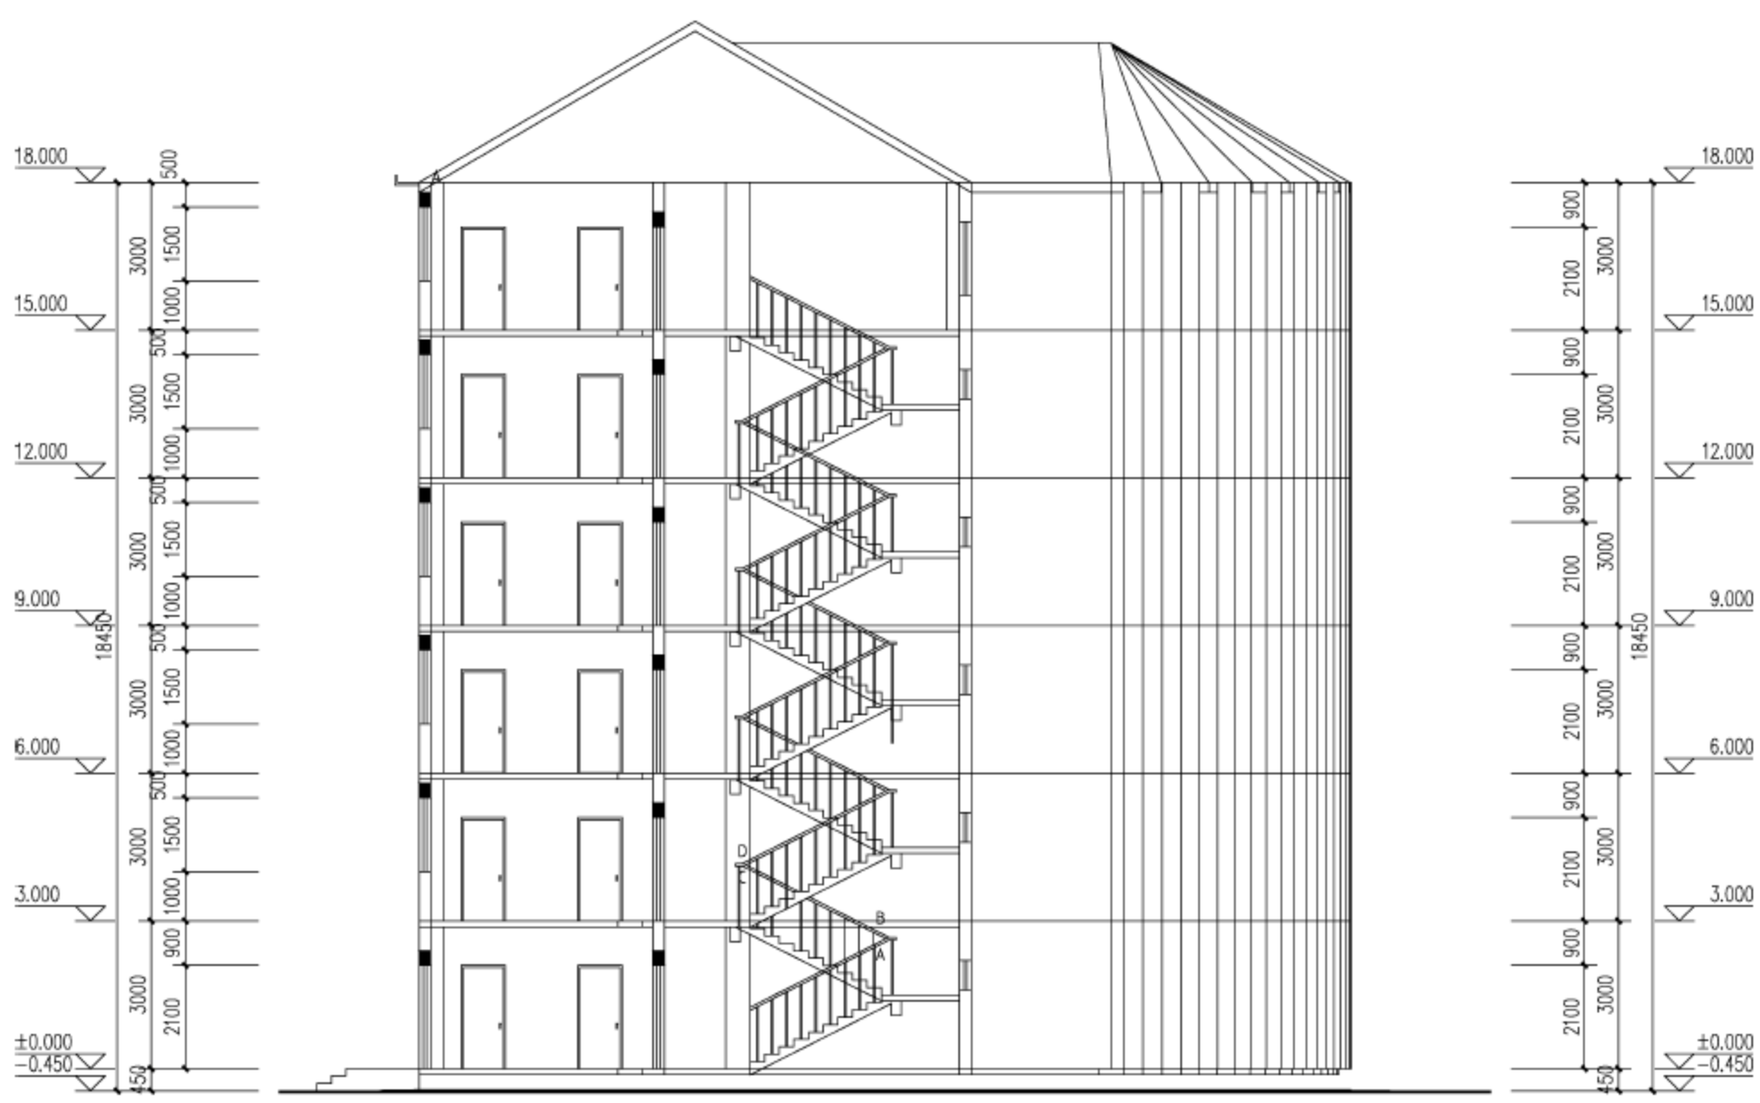

图 17-114　扶手接头图
采用“扶手接头”命令对楼梯扶手的接头位置做细部处理，生成的扶手接头如图 17-114 所示。
(2) 同理，单击菜单中的“剖面”→“扶手接头”命令，完成其余楼梯栏杆扶手的接头，最终结果如图 17-114 所示。